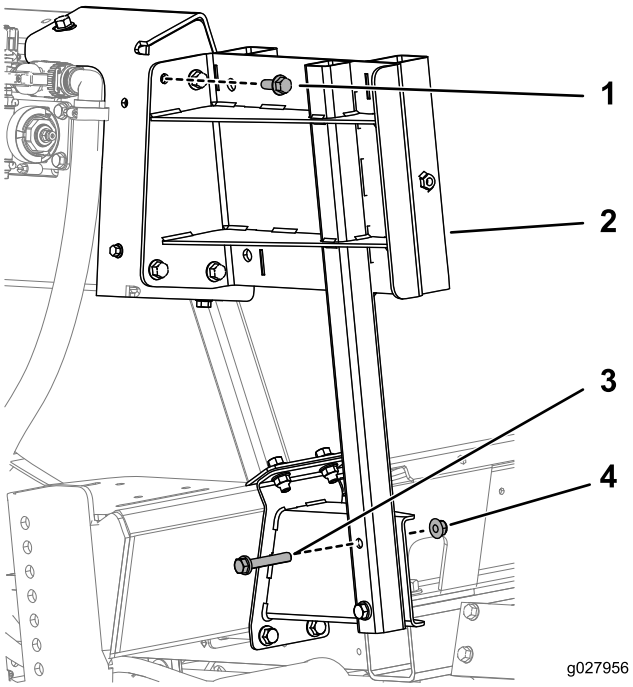

Figur 5
4. Fäst vindhyllans stödfäste på de övre och undre fästena med fyra skruvar (3/8–16 x 1 tum, GR5), två skruvar (3/8–16 x 2 1/4 tum) och sex flänsmuttrar (3/8–16 tum) enligt Figur 5.